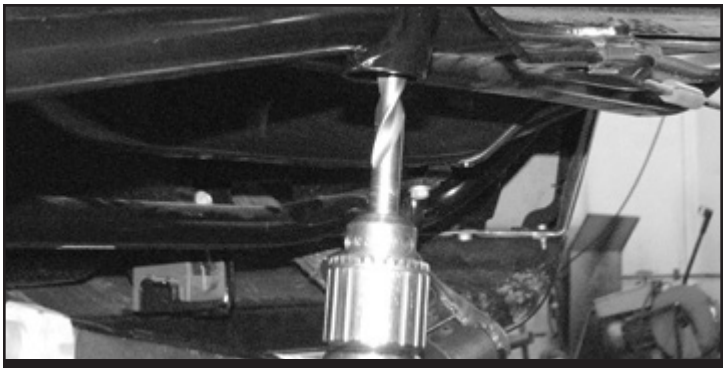

FIGURE 10 - STEP 20
20. Using the Fabtech bracket as a guide, drill a 1/2” hole in the cross member under the motor. Next, mount using 1/2”-13x1.5” and washer. **SEE FIGURE 10**